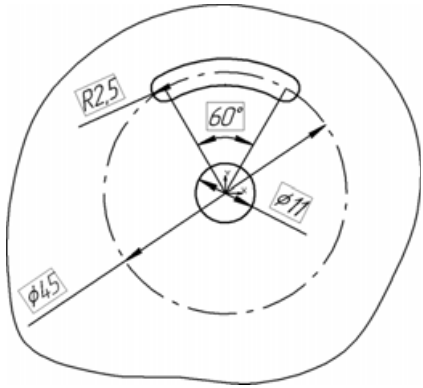

Рис. 5.224
- Прервите выполнение команды выделения. Затем нажатием на кнопку <Delete> удалите выделенные объекты (рис. 5.224).